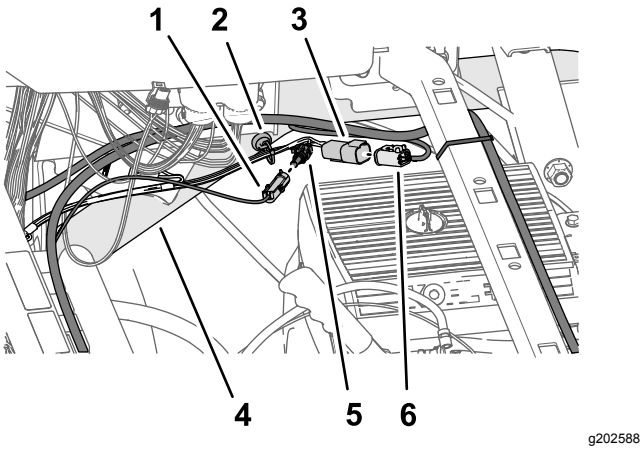

Figur 204
3. Tilslut stikket med 1 ben på batteriets ledningsnet med angivelsen ***VIGTIGT*** DENNE LEDNING MÅ KUN SLUTTES TIL EN TILKOBLET STRØMKILDE PÅ 12 V i stikket med 1 sokkel på afgreningsledningen (66 cm) (Figur 204) med angivelsen (SW'D PWR FOR GEN 2 TOPCON) fra sættets ledningsnet.
4. Tilslut stikket med 4 ben på afgreningsledningen (66 cm) fra sættets ledningsnet med mærket ASC 10 PWR OG CAN FRA X30 til stikket med 4 sokler på afgreningsledningen fra dataledningsnettet med angivelsen CAN 2/ASC 10-BUS (Figur 204).